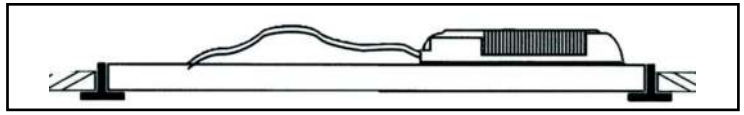
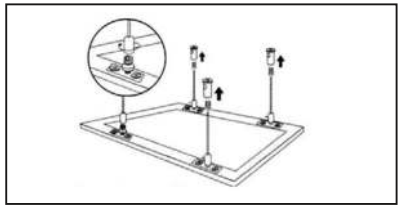
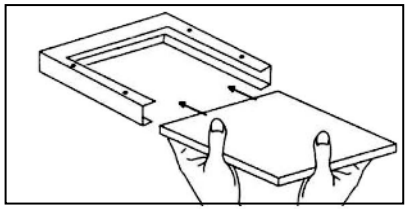

Рис. 3
Рис. 4
Рис. 5
5.11 Конструкцией осветительного прибора предусматривается как подвесное (рис.4), так и стационарное крепление. Стационарное встраиваемое путём установки на Т-профиль (рис.3) и стационарное накладное с помощью каркасной рамы (рис.5).